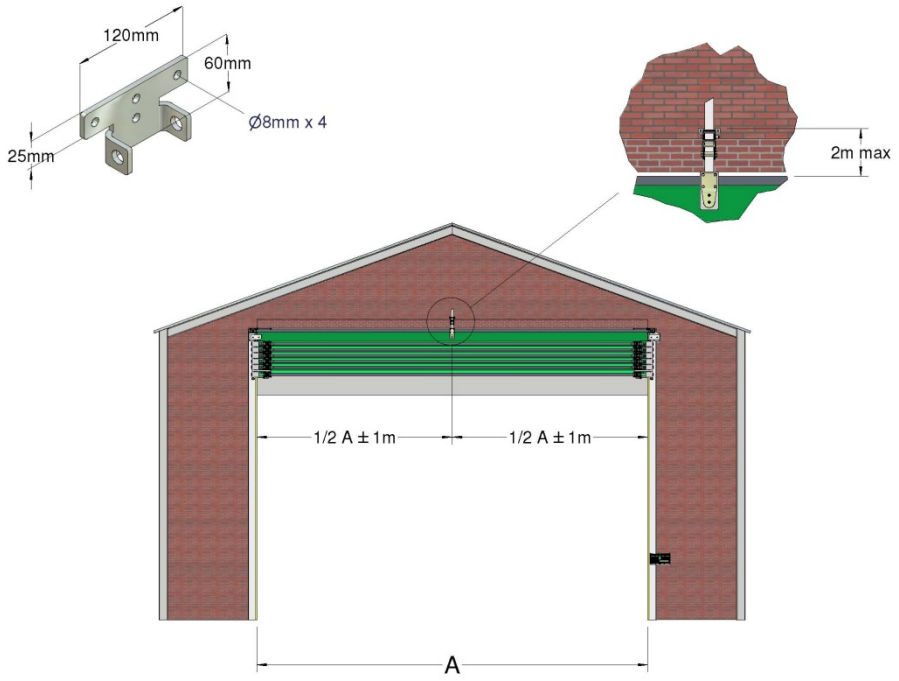

Abbildung 16a: Tore 10 m bis 14,9 m
5.1 Legen Sie die Position für die obere Halterung fest. Um ein Durchhängen des Netzmaterials auf ein Minimum zu beschränken, empfehlen wir, dass sie wie in Abbildung 16a oder 16b gezeigt, positioniert wird.